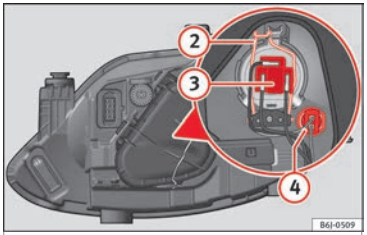

Fig. 92 Dipped beam/main beam and side light of the single headlight.
– Remove connector ››› Fig. 92 (3) from the bulb.
– Unclip the retainer spring ››› Fig. 92 (2) pressing inwards to the right.
– Extract the bulb holder ››› Fig. 92 (4) outwards.